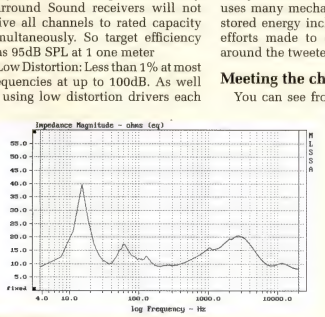

Fig 3: impedance response lower bass driver and tweeters.
Fig.3: these three pictures clearly illustrate the improved picture quality delivered by S-video and component video signals. These's much less colour fringing using S-video compared to composite video, while component video gives the best picture of all.
• Flat Phase Response of better than ±50° over most frequencies above bass resonance, and almost flat phase through the critical mid range (Fig 3). Speakers with excellent phase performance create a more tangible three dimensional sonic representation, ie, it sounds more real.